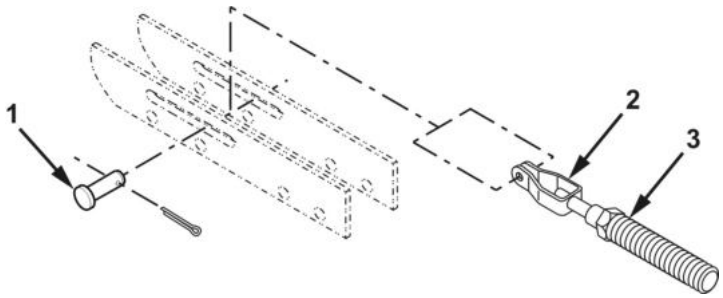

Figure 2. Handbrake Lever Cleaning and Inspection.
2. Inspect handbrake cable end (Figure 2, Item 2) for excessive wear or damage. Replace if defective (WP 0037).
3. Inspect clevis pin (Figure 2, Item 1) for excessive wear or damage. Replace if defective.
4. Inspect cable assembly for frays, cracks, distortion, or seized cable in sheath (Figure 2, Item 3). Replace cable assembly if damaged (WP 0037).